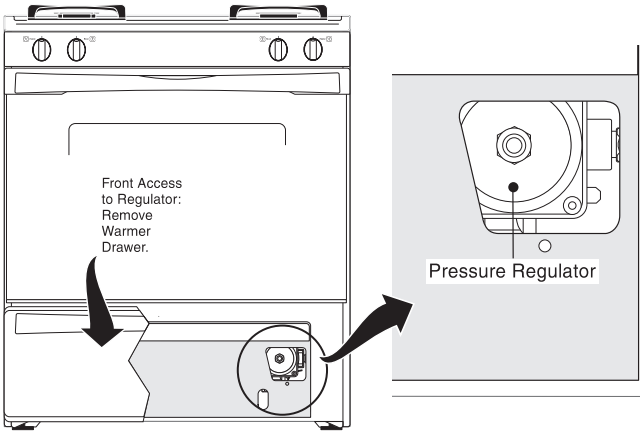

Fig. 2
c. Pull the Warmer Drawer away from the range (See Fig. 2).